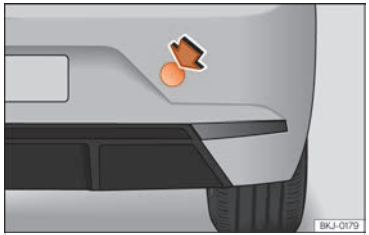

Fig. 159 A la part dreta del para-xocs del darrere: retirar la tapa.
L'allotjament de l'argolla de remolc enroscable es troba al costat dret del para-xocs posterior, al darrere d'una tapa ››› fig. 159.
- Pressioneu sobre la zona superior dreta de la tapa ››› fig. 159 per desencastar-la.